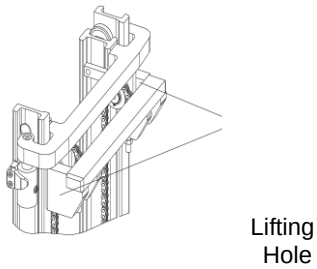

Figure 2-60
(1) Lifting description of the lifting system as shown in Figure 2-60